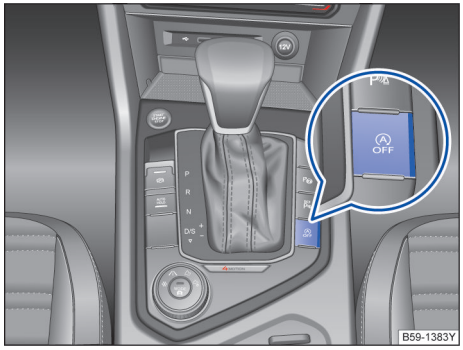

图 123 启停系统按钮
– 按两次按钮 AUTO OFF →图 123。
– 按下按钮 AUTO OFF →图 123。